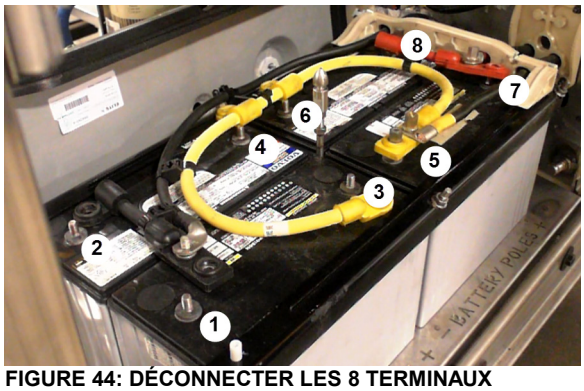

FIGURE 44: DÉCONNECTER LES 8 TERMINAUX
3. Avec une douille 9/16'' et une clé à rochet, déconnecter les huit (8) terminaux des batteries (FIGURE 44).